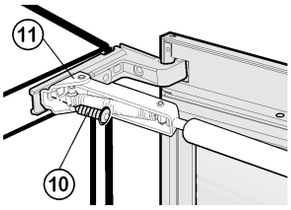

*Fig. 6*
▶ Voorste schroeven *Fig. 6 (10)* uit de gaten in de sluitdemper *Fig. 6 (11)* losdraaien.